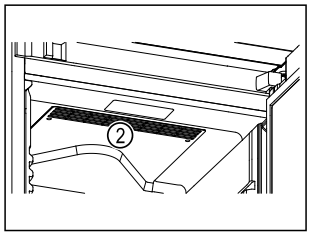

Fig. 61
- ❑ Păstrați libere fantele de ventilație *Fig. 61 (2)* ale suflantei de recirculare a aerului din interior.